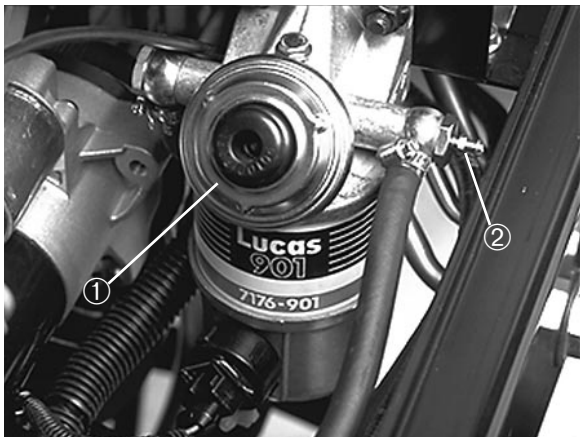

Bild 15
ENTLÜFTEN DES KRAFTSTOFF-SYSTEMS (Bild 15 & 16)
3. Die Entlüftungsschraube am Kraftstoffilter/Wasserabscheider (Bild 15) um einige Umdrehungen lockern. Den Ansaugstößel pumpen, bis ein gleichmäßiger Kraftstoffstrom aus dem Loch in der Entlüftungsschraube hervorquillt. Wenn der Kraftstoff nicht mehr schäumt, die Entlüftungsschraube bei einem Abwärtshub des Ansaugstößels festziehen. Alle Kraftstoffverschüttungen abwischen.